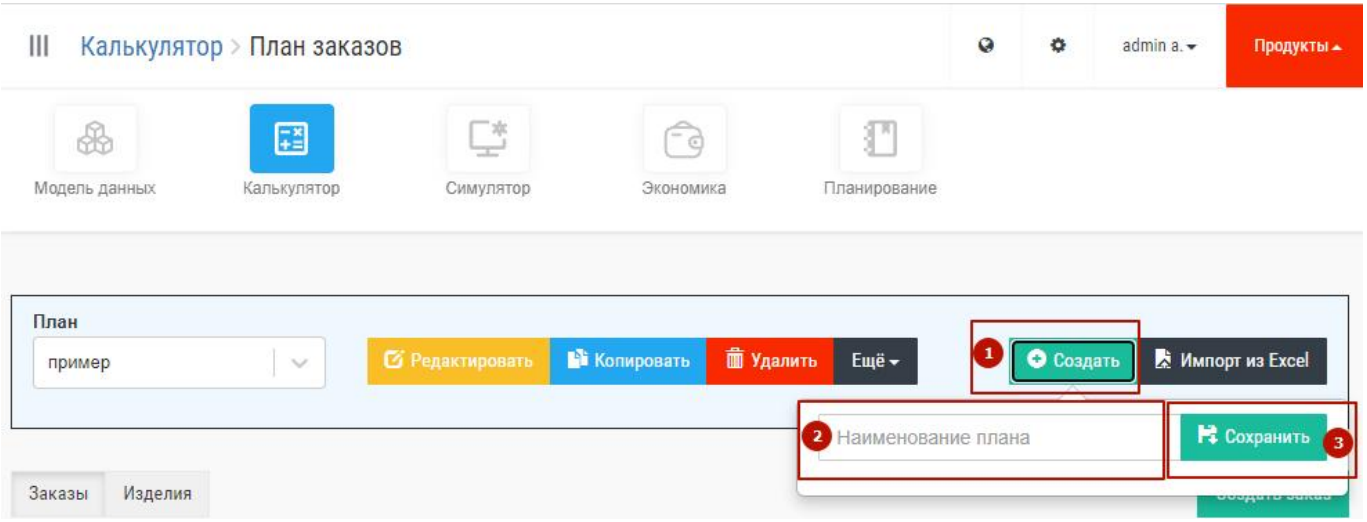

Рис. 26 – Создание шапки плана
- Создание шапки плана в интерфейсе. Для создания шапки плана необходимо нажать на кнопку «Создать», ввести в появившемся поле название плана и нажать кнопку «Сохранить» (1 + 2 +3 на Рис. 26). После этого откроется экран создания плана.